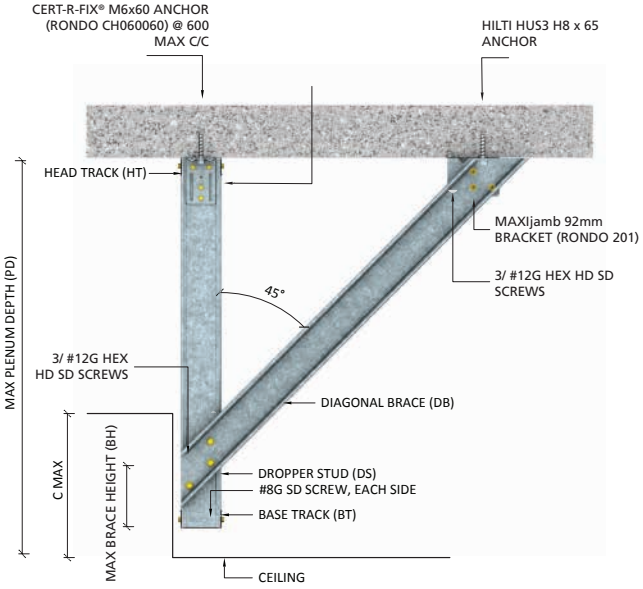

FIGURE B2.4.5(I): TYPICAL BULKHEAD DETAIL
The design tables provide solutions with seismic restraint of the ceiling considered, based on the bulkhead configuration shown in Figure B2.4.5(I) below.